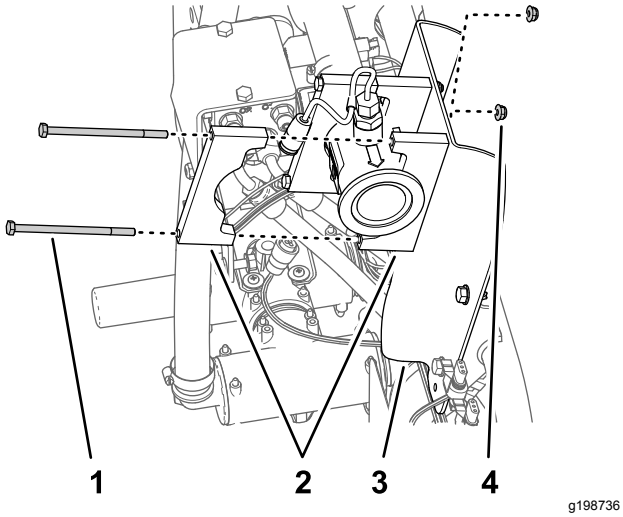

Rysunek 73
3. Ustaw 2 połówki obejmy mocującej między przepływomierzem a wspornikiem przepływomierza i zrównaj otwory w połówkach obejm z otworami we wsporniku (Rysunek 73).
4. Ustaw połówkę obejmy mocującej z tyłu przepływomierza równo z jedną z połówek obejmy zamontowanej w kroku 3 (Rysunek 73).
5. Zamocuj parę połówek obejmy do wspornika przepływomierza (Rysunek 73) używając 2 śrub (1/4 x 4 1/2 cala) i 2 nakrętek kołnierzowych zabezpieczających (1/4 cala).